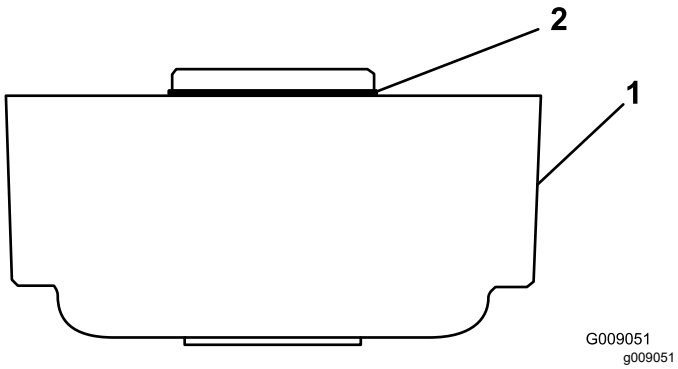

Figur 4
1. Sørg for, at O-ringen er monteret på rullebørstehuset (Figur 4).